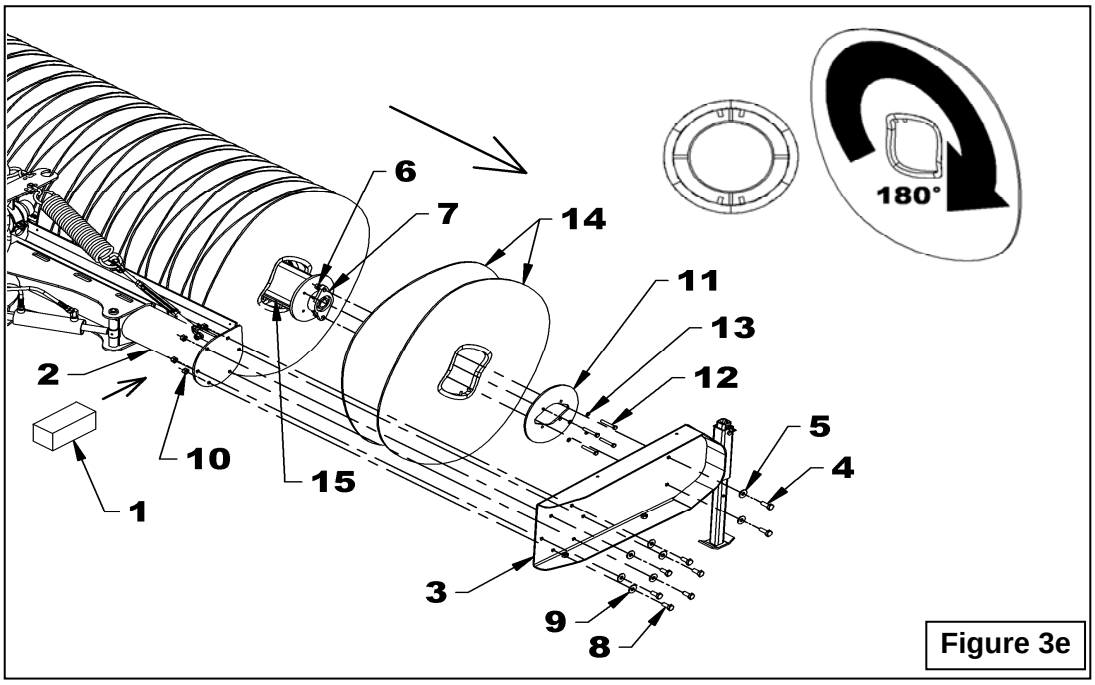

Figure 3e
6. **Figure 3e:** Place a wooden block (item 1) under the broom housing (item 2) making sure the housing tube (item 2) is maintained parallel to the ground.
7. **Figure 3e:** Remove the bolts, the flat washers and the nuts (items 4-5-6) fastening the bearing (item 7) to the right lateral plate (item 3).
8. **Figure 3e:** Take off the right lateral plate (item 3) by removing the six bolts, flat washers and nuts (items 8-9-10).
9. **Figure 3e:** Remove the four bolts, the lockwashers (items 12-13) and the retaining plate (item 11) then remove the brushes (item 14) from the brush support (item 15).
10. **Figure 3e:** Clean the brush support and do a visual inspection to detect any signs of damage or cracks and repair if necessary before installing the new brushes.
11. **Figure 3e:** Install the new brushes on the support making sure to align the inside guides on each side of the support's square tubes and to turn each brush 180º as seen on figure.
12. **Figure 3e:** Shake the brushes (item 14) before reinstalling the retaining plate (item 11) to compact them.
13. **Figure 3e:** Reinstall the retaining plate (item 11) and secure in place with four 3/8"NC x 2 1/2" hex. bolts and 3/8" lockwashers (items 12-13). There can be no space between the brushes once the retaining plate is installed.
IMPORTANT Figure 3e: Before reinstalling the right lateral plate (item 3), make sure the housing tube (item 2) is parallel to the ground.
14. **Figure 3e:** Reinstall the right lateral plate (item 3) with the six 1/2"NC x 1 1/4" lg bolts, 1/2" flat washers and 1/2"NC serrated flange nuts (items 8-9-10).
15. **Figure 3e:** Reinstall the bearing (item 7) on the right lateral plate (item 3) with the two 1/2"NC x 1 1/2"lg bolts, the 1/2" flat washers and the 1/2"NC serrated flange nuts (items 4-5-6).